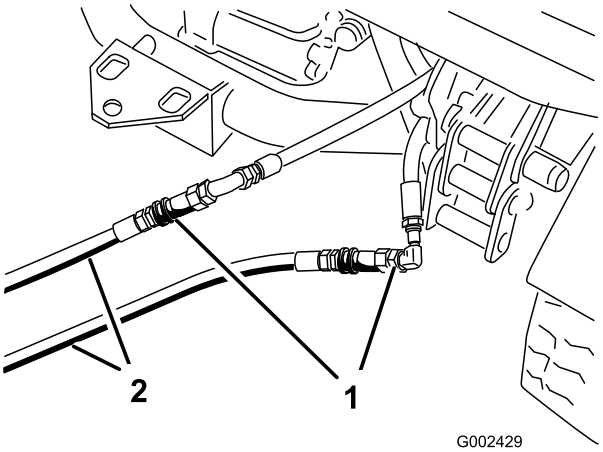

**Figur 76**
3. Koppla ihop de båda startslangarna med slangarna som kopplades bort på den maskin som är ur funktion (Figur 76).